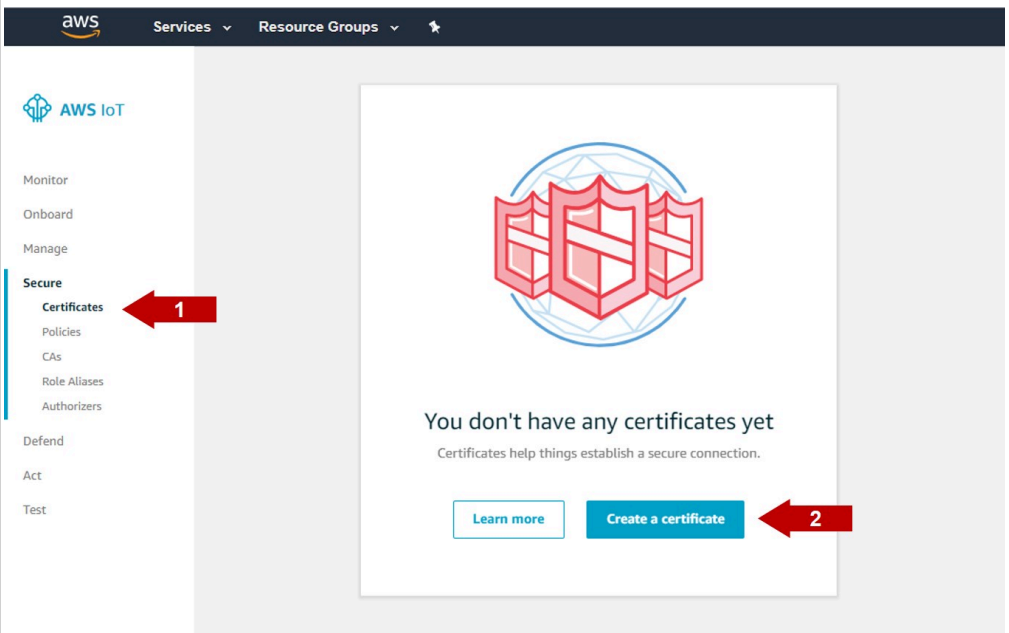

Figure 64. AWS IoT certificates menu
1. On the menu of the left hand side of the AWS IoT Core dashboard, go to ***Secure***, select ***Certificates*** and click ***Create a certificate*** as shown in Figure 64: